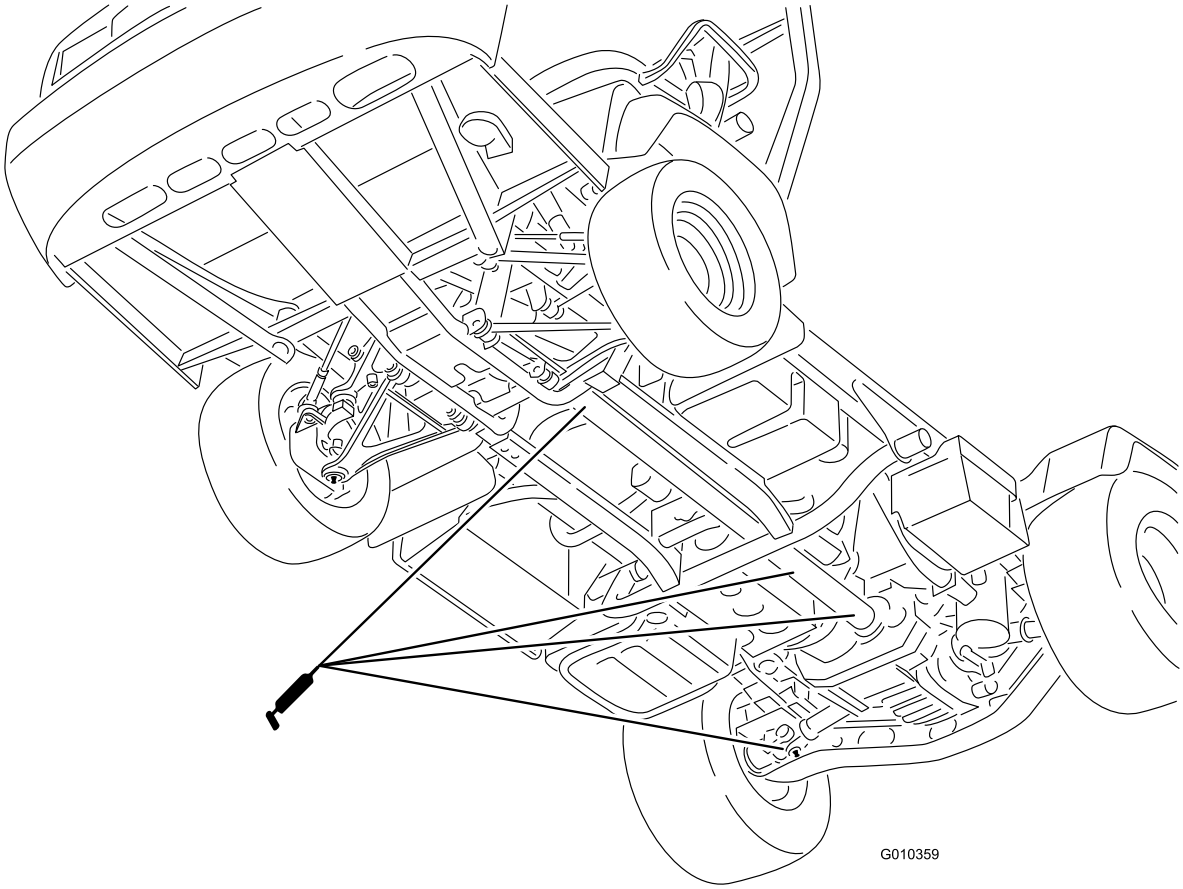

Figur 39
- U-samling (18) og 4-hjuls-drivaksel (3) (Figur 39)